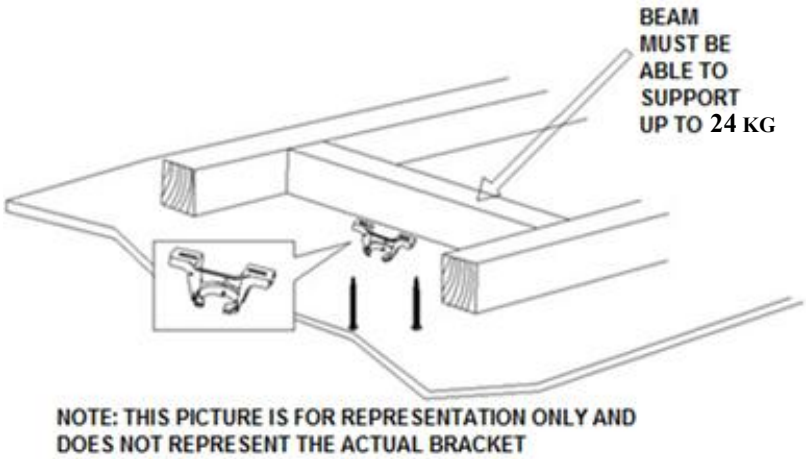

Fig. 2
- Install the hanging bracket to the ceiling joist or structure that is capable of carrying a load of at least 24kg, with four long screws provided. Ensure at least 30mm of the screw is threaded into the support. (Fig. 2)